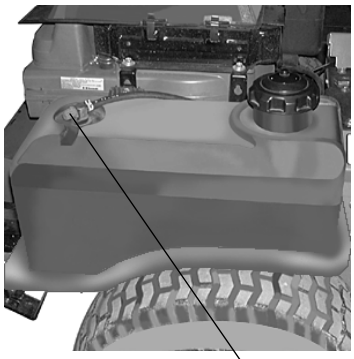

Figure. 7 *Fuel Shutoff Valve*
7. **Fuel Shutoff Valve:** (See Figure 7.) Located on top of the fuel tank(s). When turned in a clockwise direction until it stops, it will shut off the flow of fuel to the engine. When turned in a counterclockwise direction it will open and allow fuel to flow to the engine. Close this valve if you are not going to run the mower for a period of 30 minutes or more to prevent flooding the engine.